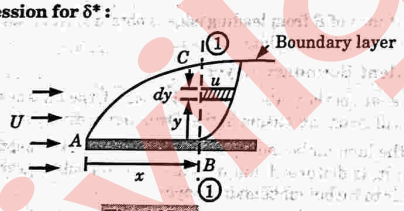

Fig. 4.25.1.
1. As shown in Fig. 4.25.1, consider the flow of a fluid having free-stream velocity equal to U over a thin smooth plate.